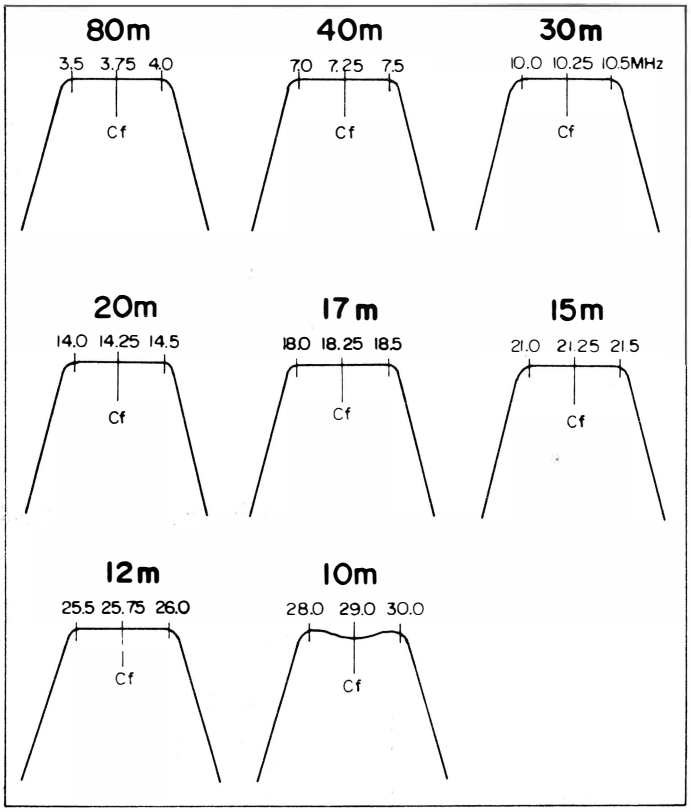

Figure 3-18 RF BANDPASS FILTER
(2) RF Bandpass Filter Adjustment
b) Adjust the transformers shown in Table 3-5 for the pattern shown in Figure 3-18.